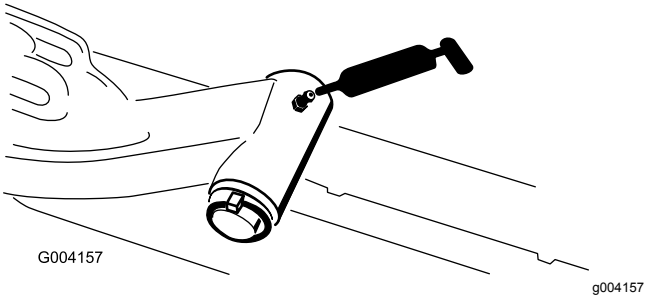

Figur 67
- Løftearmenes drejeaksel (1 hver) (Figur 67)